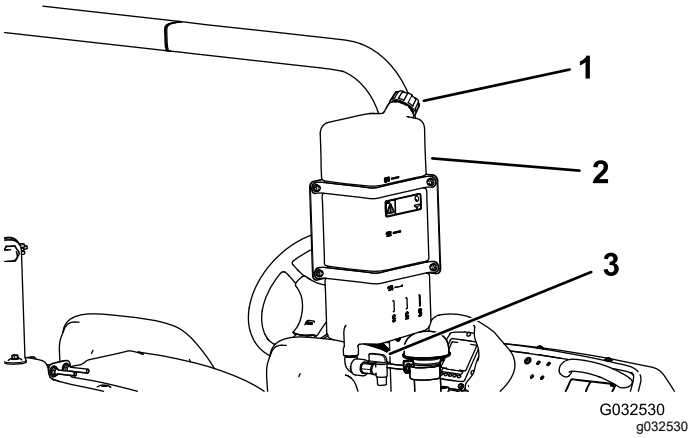

**Figur 24**
- Fyll tanken genom att skruva av locket ovanpå tanken, fyll på med färskvatten och sätt tillbaka locket (Figur 24).
- Vrid reglaget på pluggen för att öppna pluggen till färskvattentanken (Figur 24).